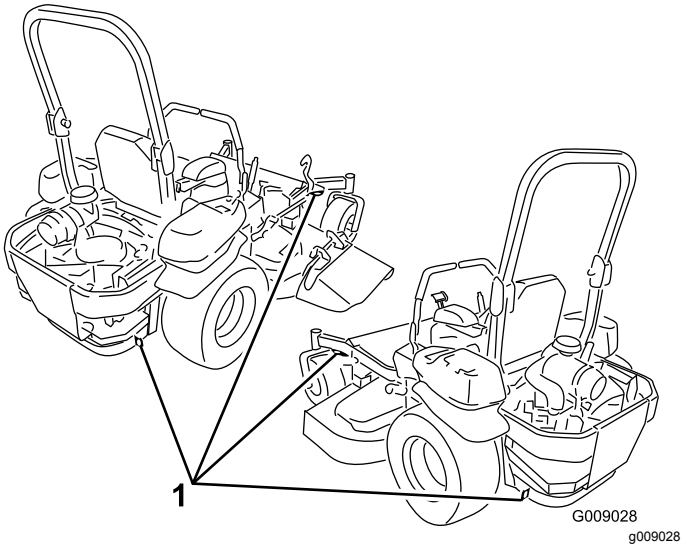

Figur 37
5. Använd fästöglorna av metall på maskinen för att säkra den på släpvagnen eller lastbilen med hjälp av spännband, kedjor, vajrar eller rep (Figur 37).